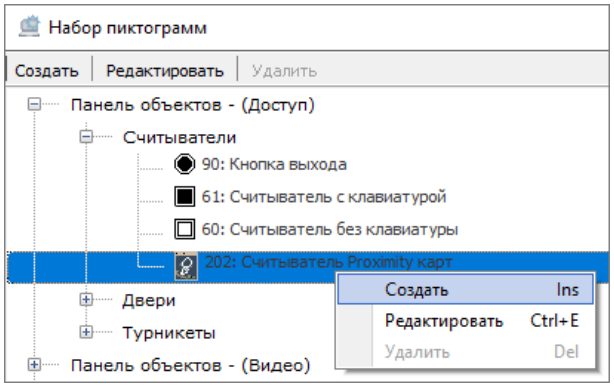
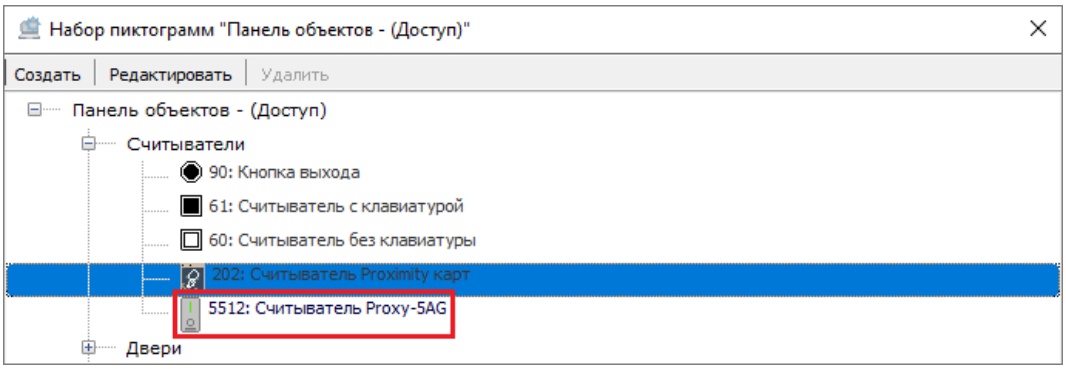

Рисунок 6-505 Выбор выполнения команды "Создать" для выбранного базового вида пиктограмм "202: Считыватель Proximity карт"
Рисунок 6-507 Новый вид пользовательский вид пиктограммы в окне редактора "Набор пиктограмм"
3) кликните по выбранному базовому виду пиктограмм правой клавишей мыши и выберите в контекстном меню вида пиктограмм команду «Создать» (см. Рисунок 6-505) или выделите выбранный базовый вид пиктограмм и нажмите клавишу <Ins> на клавиатуре;
(см. Рисунок 6-505). В окне редактора «Набор пиктограмм» появится созданный вид пиктограммы, принадлежащий тому же узлу, которому принадлежит выбранный в качестве базового вид пиктограммы (см. Рисунок 6-507);